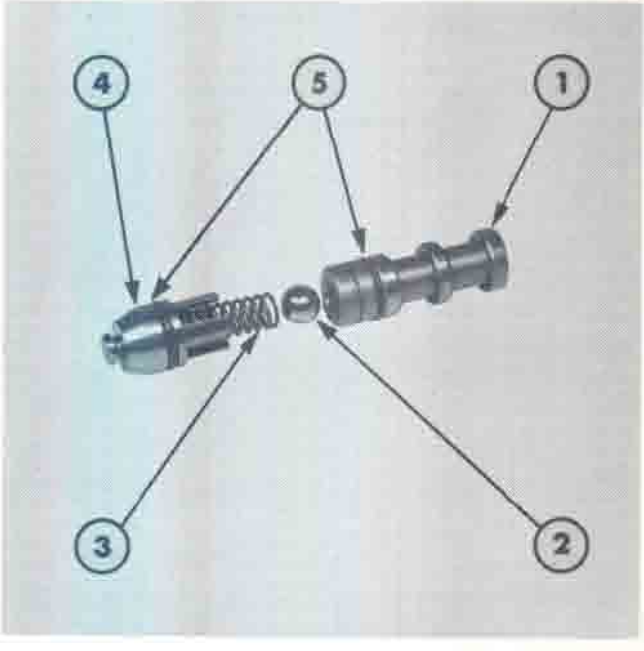

Figure 37
3. Using a pair of long nosed pliers, remove the check valve spring housing, spring and ball from the lift cover. Remove and discard the "O" rings, Figure 37.